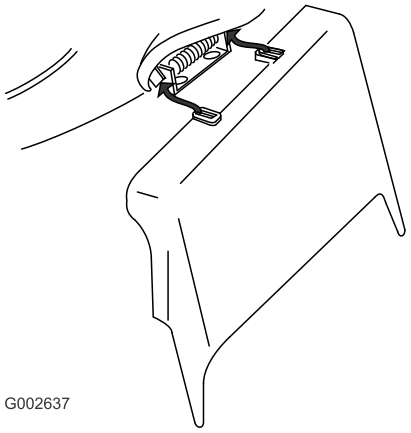

**Figur 29**
3. Montera sidoutkastarriktaren och stäng luckan till riktaren (Figur 29).